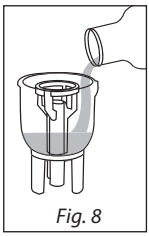

Fig. 8
3) Add the prescribed amount of medication to the medication cup, *Fig. 8*.